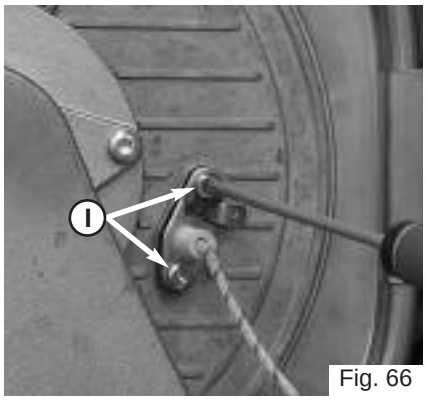

Fig. 66
4. Unscrew the 2 screws **I** on the electrode (Fig. 66);